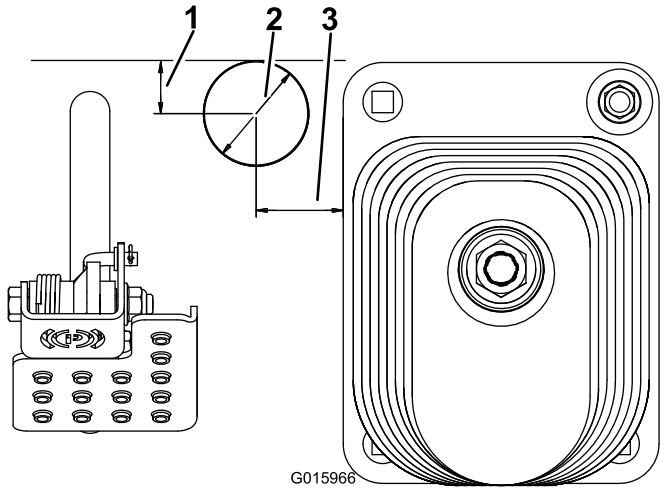

図 4
2. 図 4 に示す寸法に従って、フロアプレートに直径 51mm の穴を開ける。